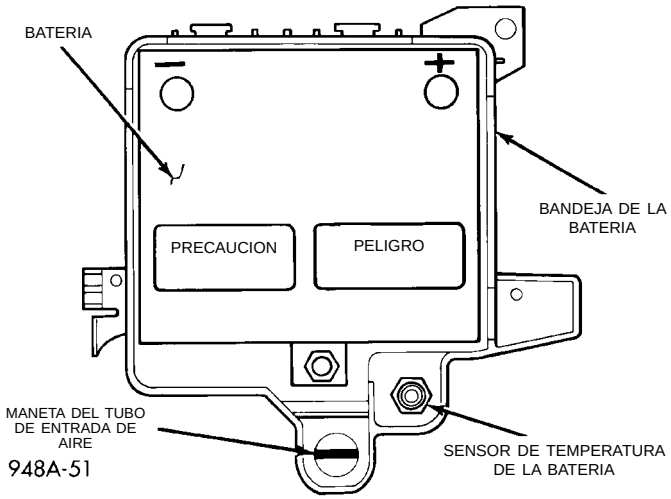

Fig. 22 Maneta del tubo de entrada de aire
(4) Apriete ambos lados del tubo en las lengüetas de fijación de la maneta y empuje hacia abajo a través del orificio de la bandeja de la batería (Fig. 22). NO empuje directamente a través de la misma maneta.
Para efectuar la instalación invierta el procedimiento anterior. Asegúrese de que las lengüetas de fijación estén correctamente encajadas en la plancha del radiador y a la parte inferior de la bandeja de la batería (Fig. 22). Asegúrese de que la abertura del tubo esté correctamente alineada con el agujero antes de tirar de la maneta.